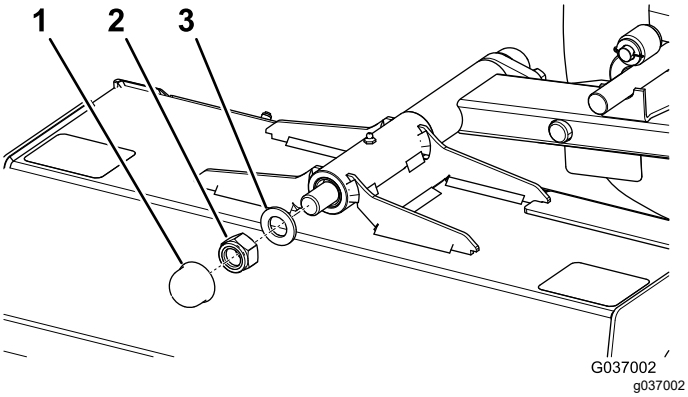

Figur 76
4. Fjern lokket, og fjern M24-mutteren og skiven fra dreieakselen (Figur 76).
5. Monter skiven og M24-låsemutteren, og stram låsemutteren (Figur 76).